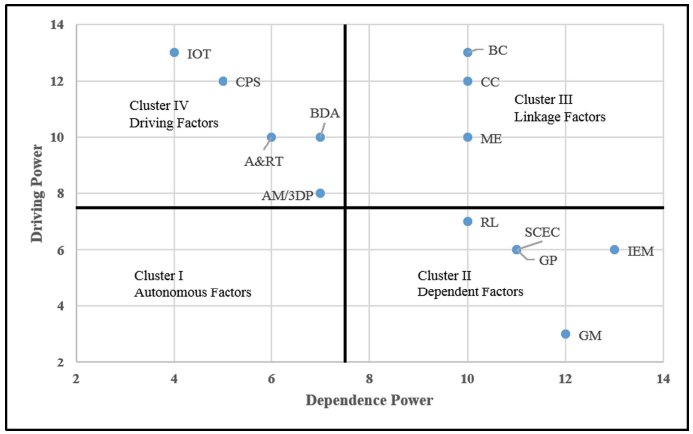

Fig. 4. Results of MICMAC analysis.
A cross-impact matrix multiplication analysis (MICMAC) is mainly used for evaluating the driving and dependence power of factors (Shukla and Shankar, 2022). Three groups of factors are found after the implementation of the MICMAC method and insights about these factors are described considering their driving and dependence power as shown in Fig. 4. Autonomous factors are not present in the analysis, which denotes that all the considered Industry 4.0 and GSC practices are significant. Industry 4.0 technologies like IoT, CPS and A&RT come under the category of independent factors on which the performance of GSCM depends, as they are root causes behind the dependent factors. Among the various driving/independent factors, IoT is a key factor, which has the highest driving power of 13 and dependence power of 4 (Table 6). Therefore, it is placed in the cluster IV with a given dependence and driving power. Blockchain (BC), cloud computing (CC) and ME are found as linkage variables, which can affect other factors in the system as well as receiving the reaction effect. These factors consist of strong driving and dependence power. Blockchain has the highest driving power of 13 and dependence power of 10 and is positioned in cluster III. ME is interlinked with most independent and dependent factors, since it consists of smaller mechanical, optical and electronic devices that are manufactured through Industry 4.0 technologies (Feldmann et al., 2010).